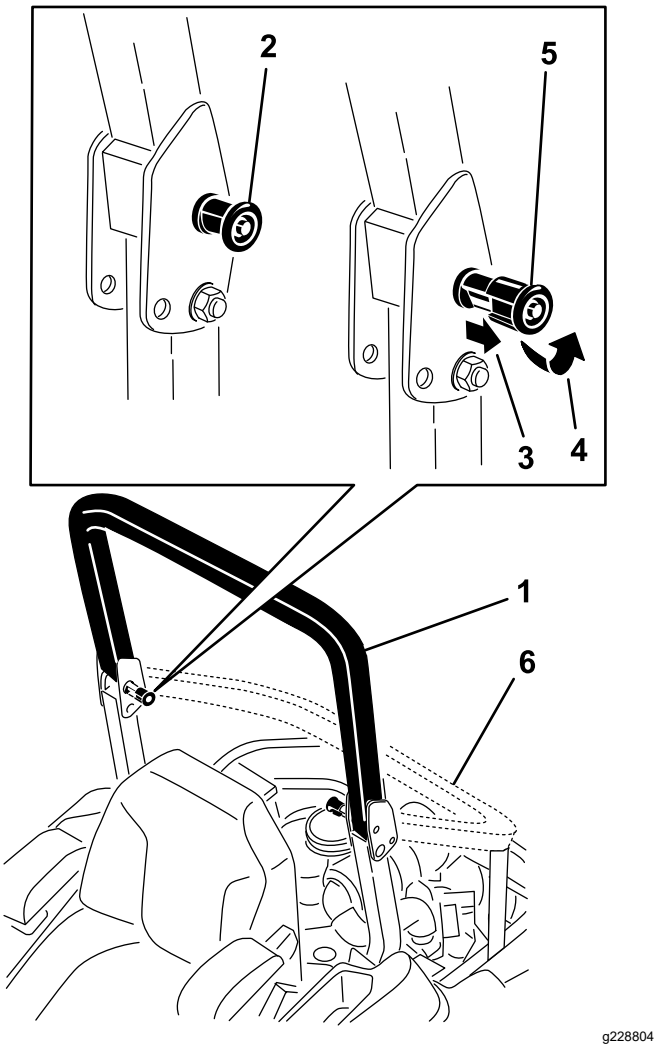

**Figur 8**
2. Træk begge greb ud, og drej dem 90 grader, så de ikke sidder fast (Figur 8).
3. Sænk styrtbøjlen til sænket position (Figur 8).
1. Hæv styrtbøjlen til betjeningsposition, og drej grebene, så de skubbes delvist ind i rillerne (Figur 8).
2. Løft styrtbøjlen til helt oprejst position, samtidig med at der skubbes på den øverste del af styrtbøjlen. Derefter springer stifterne på plads, når hullerne placeres ud for stifterne (Figur 8).